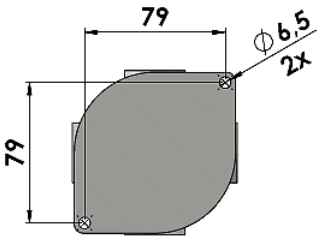

Figura 03
- Em uma superfície plana, marque a posição dos furos no teto e faça os furos para colocar as buchas, ver distâncias dos furos na figura 03. Fixe a caixa de ligação da luminária utilizando parafusos, arruelas lisa e de pressão M6 ou 1/4” (não fornecidos).
Em uma superfície plana, marque a posição dos furos na parede e faça os furos para colocar as buchas, ver distâncias dos furos na figura 03.